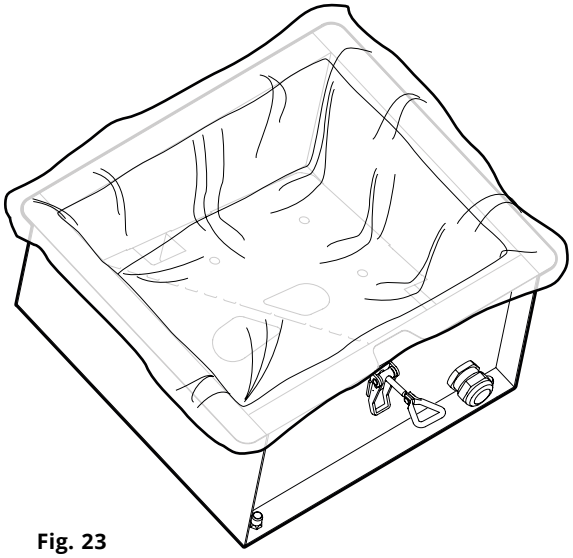

Fig. 23
6. Placera en ny stoftpåse CMF PSW3 korrekt i stoftkärlet, se **Fig. 23**.